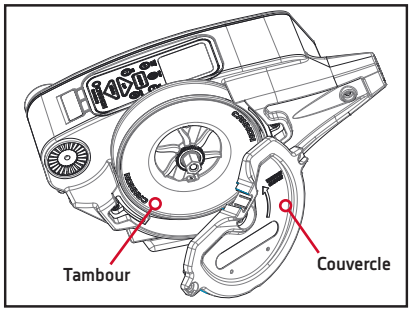

Figure 19
3. Retirez le couvercle. Vous avez maintenant un accès complet au tambour. (Figures 19 & 20)